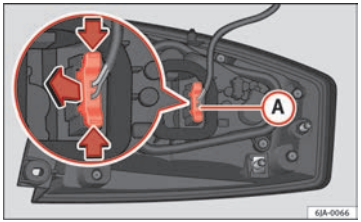

Fig. 163 Light connector at the rear of the rear light unit
– Disconnect the light connector (A) ⇒ Fig. 163 by moving its side levers (arrows) and pulling the connector outwards.